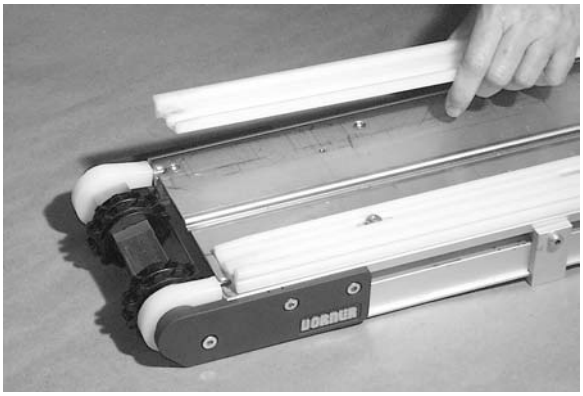

Figure 47
3. Remove old wear strip (Figure 47).